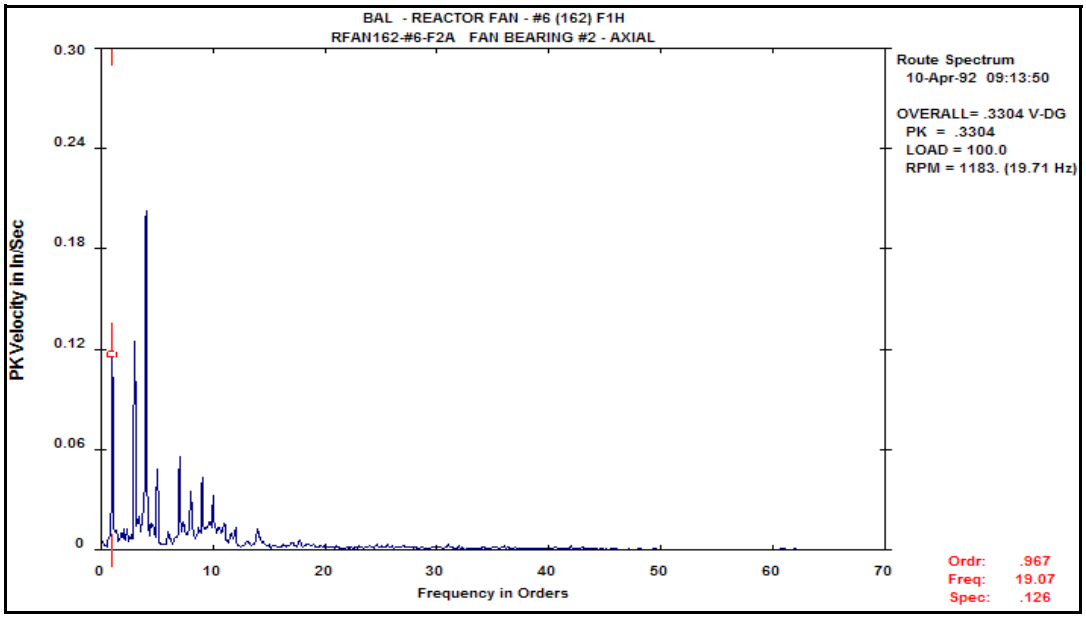

Figure 23
The data from the axial direction in Figure 23 indicates low amplitude turning speed energy.
5) Low amplitude TS peaks in the axial direction (Figure 23)